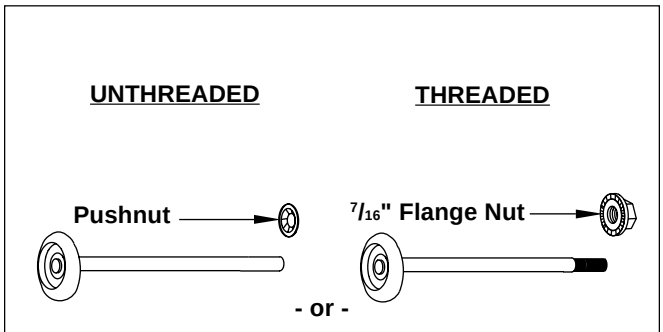

Fig. 3 THREADED & UNTHREADED ROLLERS
**NOTE:** Rollers with pushnuts or threaded rollers with flange nuts may be used on windload doors. (FIG. 3)